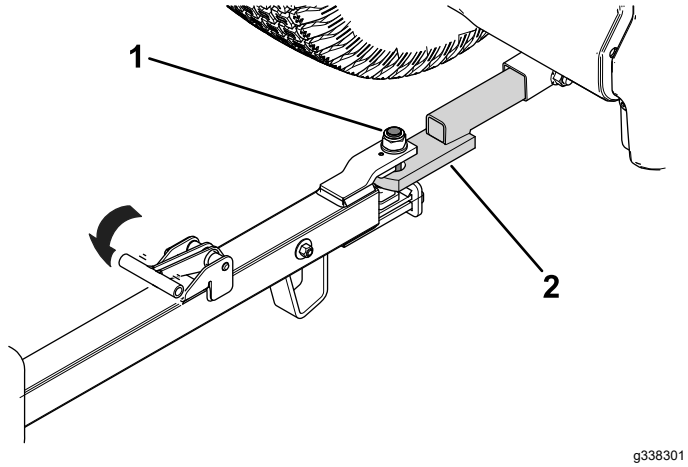

Rysunek 27
2. Ustaw sworzeń dyszla na równi z zaczepem pojazdu holującego (Rysunek 27).
3. Zwolnij uchwyt dyszla (Rysunek 27), aby zamocować przyczepę do zaczepu pojazdu holującego.